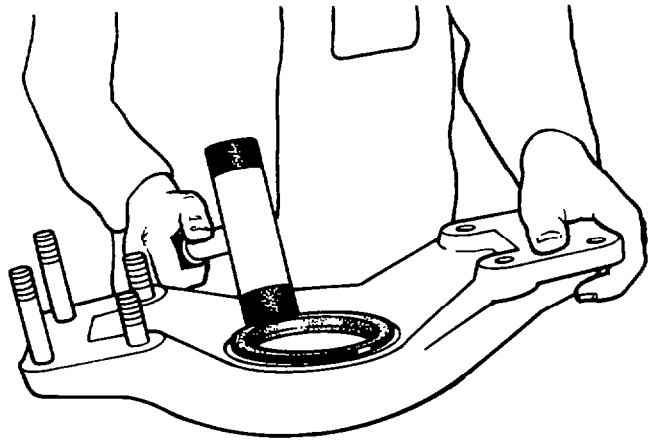

Fig. 373 — Fitting Oil Seal
n. Coat the outer edge of the oil seal with Permatex then fit the oil seal into position in the yoke; if necessary use a nylon headed hammer to tap around the edges of the seal until it is fully home (see fig. 373).